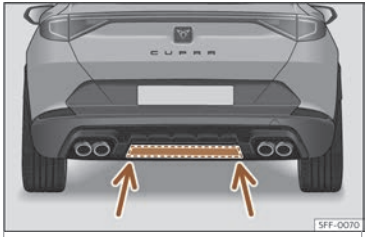

Fig. 86 Zona de detección do sensor inferior.
- Se o portón traseiro non se abre, repita o procedemento despois duns segundos. Posiblemente non acadou a zona de detección do sensor inferior››› fig. 86 .